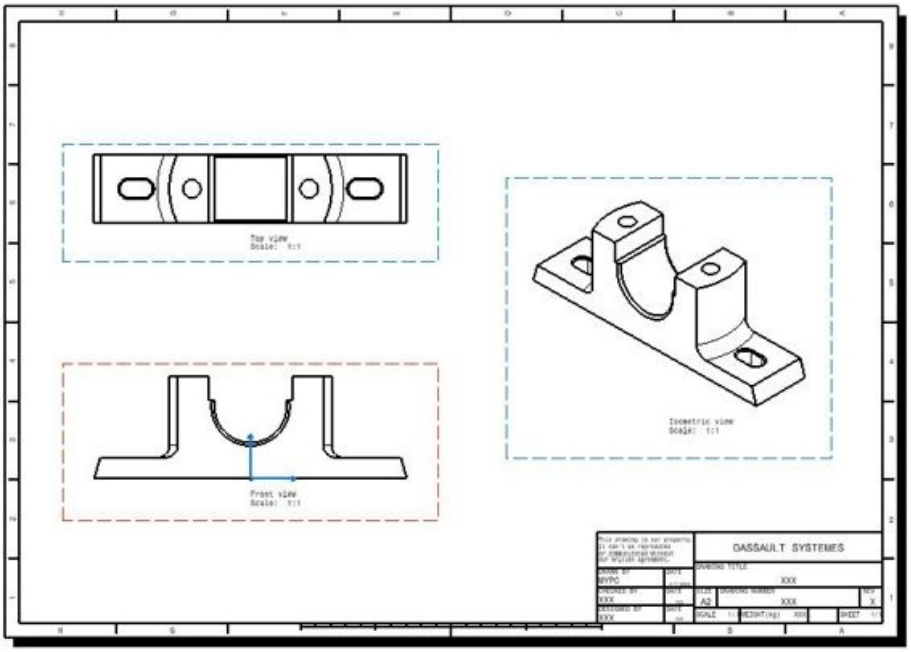

Figure 14-33 *The drawing sheet after generating the isometric view*
g. Generate the isometric view, refer to Figure 14-33.
4. Drag the view to the desired location by holding its frame, refer to Figure 14-33.
5. Click anywhere on the drawing sheet to generate the isometric view. The drawing sheet after generating the isometric view is shown in Figure 14-33.